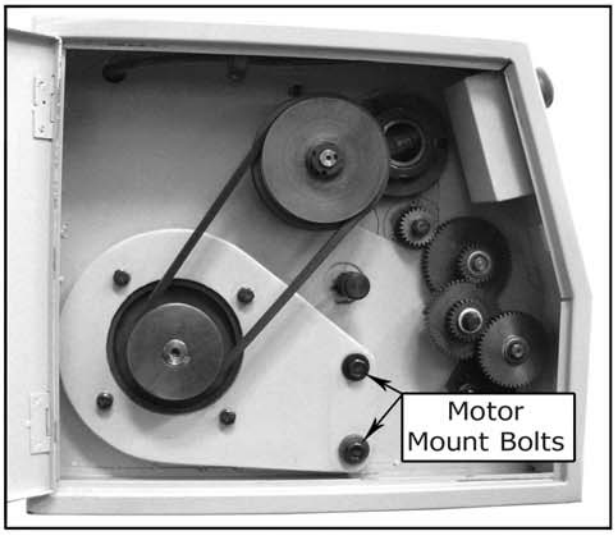

Figure 5. Cutting speed table for HSS cutting tools.
1. Open the change gear door(FIGURE5)
2. Using a 17mm wrench, loosen the two motor ount bolts shown in Figure 5.